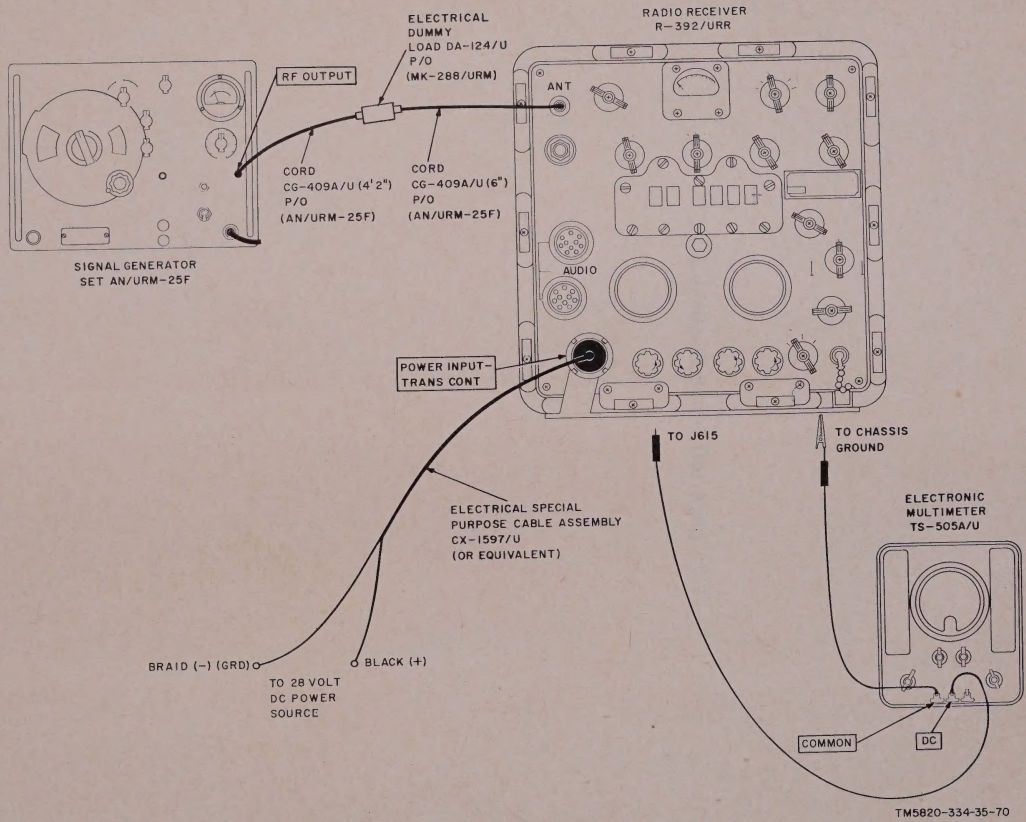

Figure 70. Selectivity test.
(fig. 70)
b. Test Connections and Conditions. Connect the equipment as shown in figure 70.